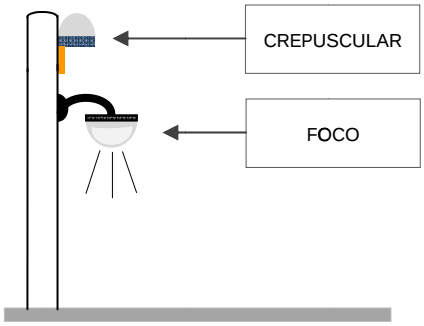

Fig. 3
- **IMPORTANTE**, procure que el alumbrado a controlar no incida sobre el detector. Esto provocará ciclos de apagado y encendido continuo. Colocarlo por encima de los puntos de luz, puede ser una solución, ver Fig.3.